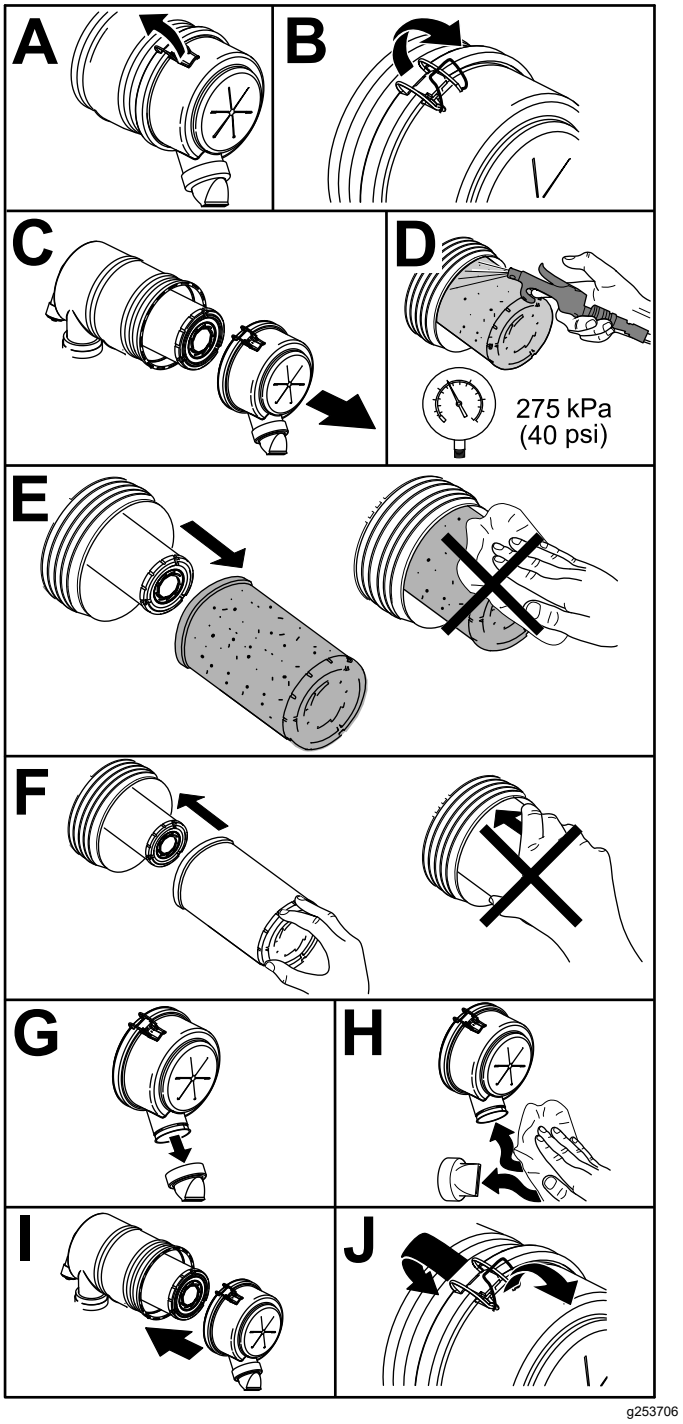

Figura 53
1. Cambie el elemento del filtro de aire (Figura 53).